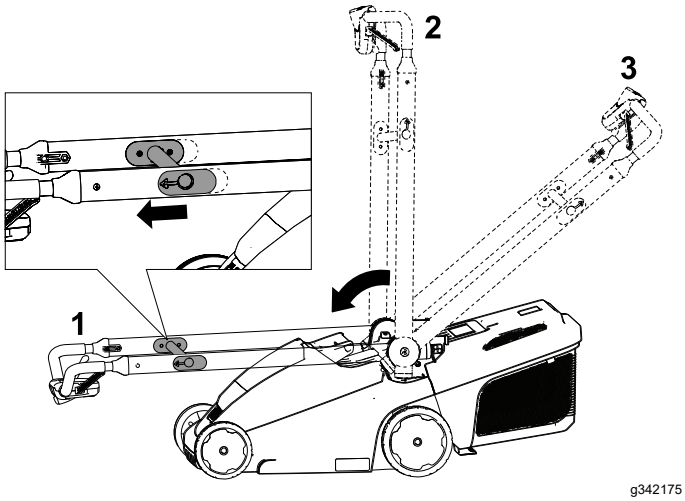

Figuur 21
2. Trek de vrijgavebeugel van de duwboom naar de bovenste handgreep toe om de handgreepvergrendeling vrij te zetten (Figuur 21).
3. Zet de handgreep halfweg naar voren (zodat deze rechtop staat), of volledig voorwaarts naar de verticale opslagstand zoals getoond in Figuur 21.